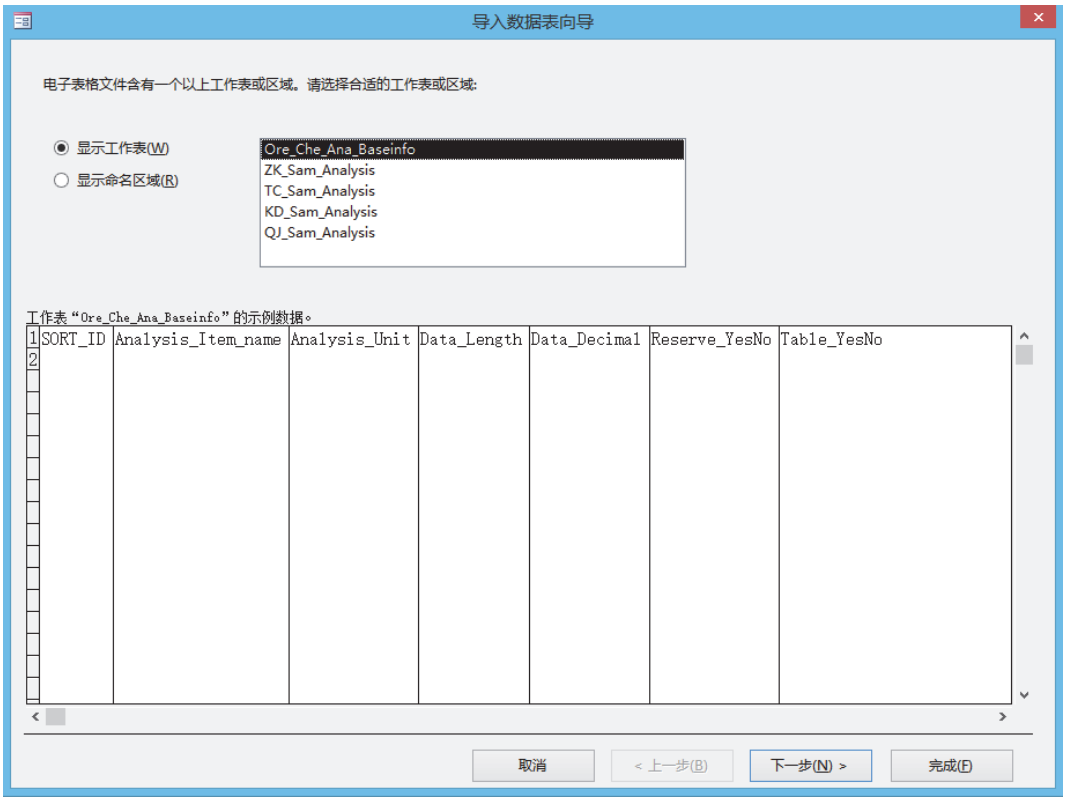

图 7-7
6. 在弹出的“导入数据表向导”对话框（见图 7-7）中，选择“显示工作表”，在中部的列表框中选择“Ore_Che_Ana_Baseinfo”，然后点击“下一步”；